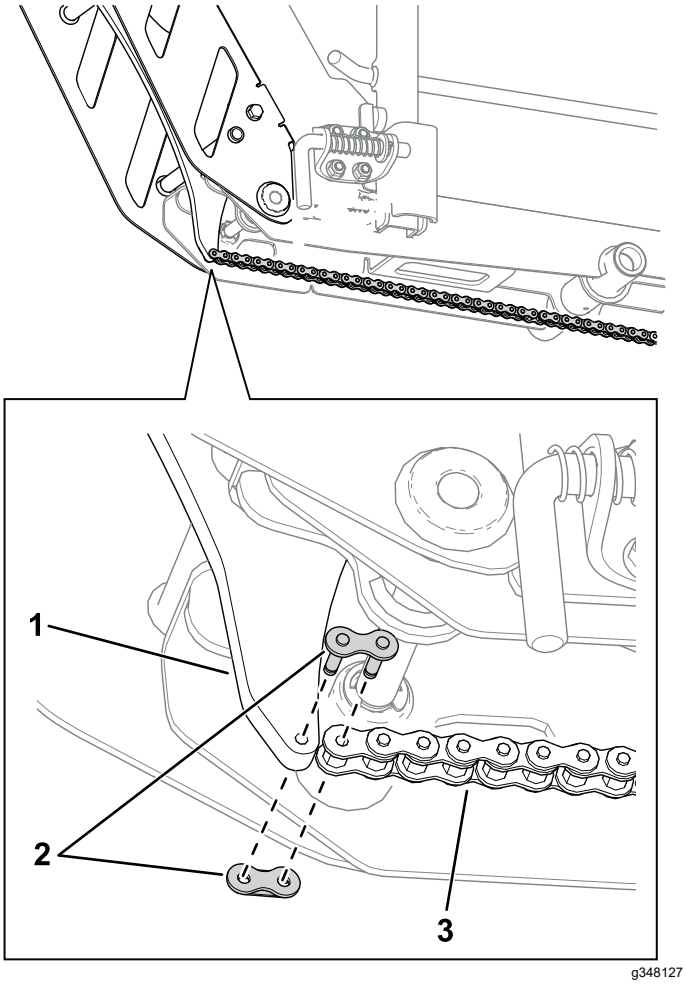

Figur 17
11. Använd en kedjelänk för att ansluta varje kedja till rampenheterna (Figur 17).